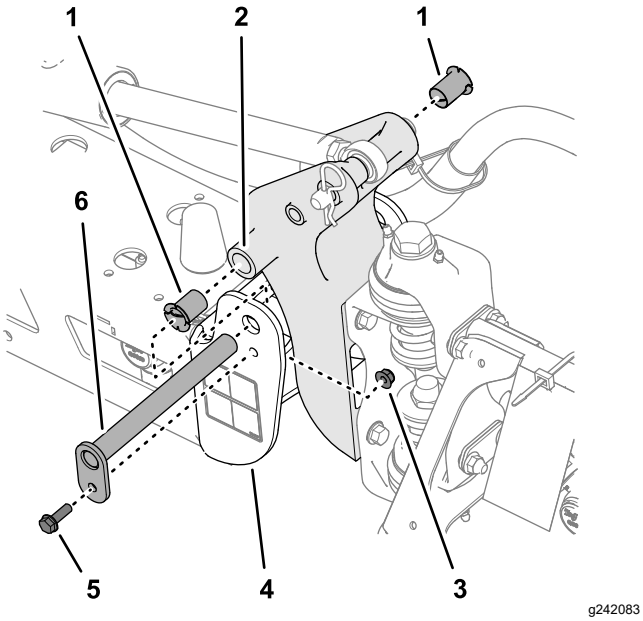

Figure 120
3. Remove the bolt and nut that secure the pivot pin, and remove the pin (Figure 120).
5. Remove and inspect the nylon bushings from the front and back sides of the pivot bracket (Figure 120).
6. Lubricate the nylon bushings with a small amount of oil, and install the bushings into the pivot bracket (Figure 120).
7. Align the holes in the pivot bracket with the holes in the end channel (Figure 120).